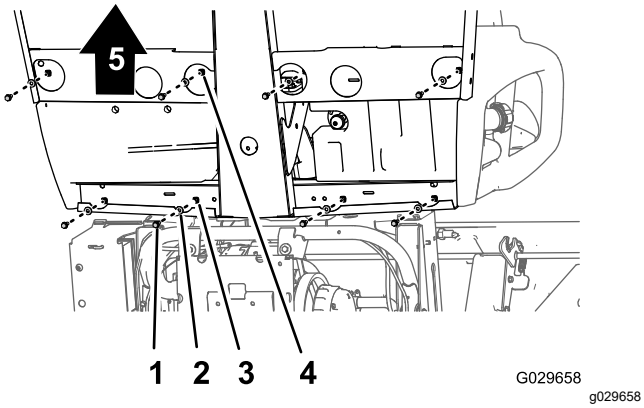
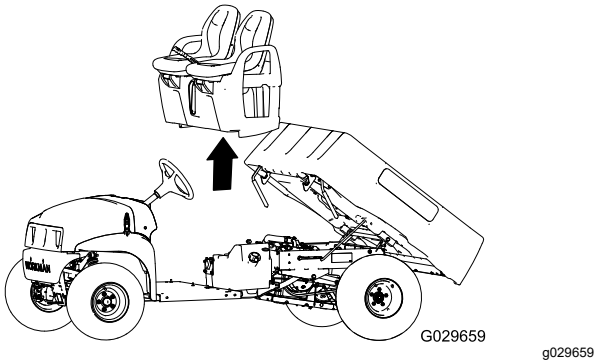

Figuur 41
Figuur 42
1. Verwijder aan de onderkant van de machine de 8 flenskopbouten en 8 ringen waarmee de stoelbasis is bevestigd aan de vloerplaat en het achterste kanaal van de cabine (Figuur 41).
2. Til voorzichtig de stoelen, de stoelbasis en de kabels van de parkeerrem van de machine (Figuur 41).
1. Til de stoelen en de stoelbasis op de machine en lijn de remkabels uit met het chassis (Figuur 41 en Figuur 42).
2. Lijn de openingen in de stoelbasis uit met de openingen in de vloerplaat en het achterste kanaal van de cabine (Figuur 41 en Figuur 42).